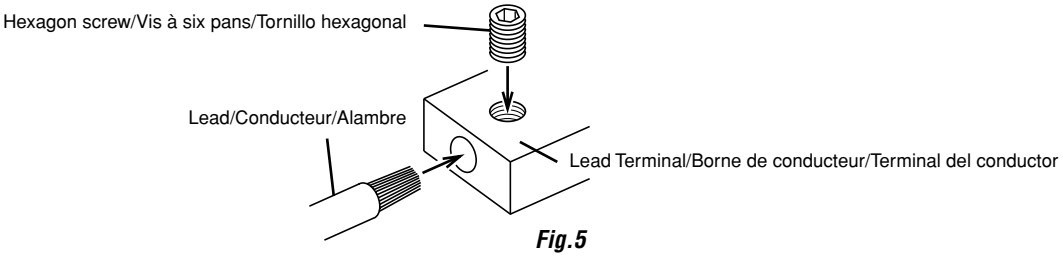

Fig.5
3. Turn the screw attached to the terminal. Insert the exposed wire end into the lead terminal. Tighten the hexagon screw with the hex wrench (included), to fix the lead. (Fig. 5)
3. Tourner la vis fixée à la borne. Insérer le bout du conducteur exposé dans la borne du conducteur. Serrer la vis à six pans à l'aide d'une clé hexagonale (fournie), pour fixer le conducteur. (Fig. 5)
3. Girar el tornillo fijado al terminal. Inserte el extremo desnudo del alambre en el terminal del conductor. Apriete el tornillo hexagonal con una llave hexagonal (incluida), para fijar el alambre. (Fig. 5)